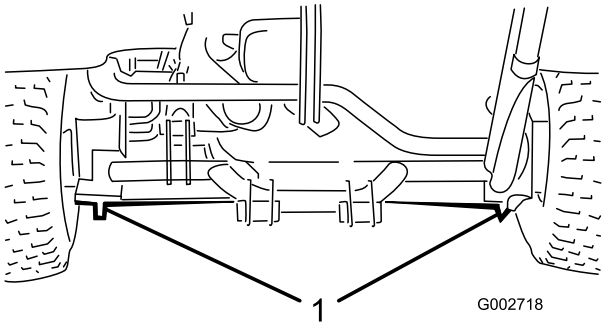

Figuur 19
- Links of rechts – onder de achterste wielmotor of het frame (Figuur 19).